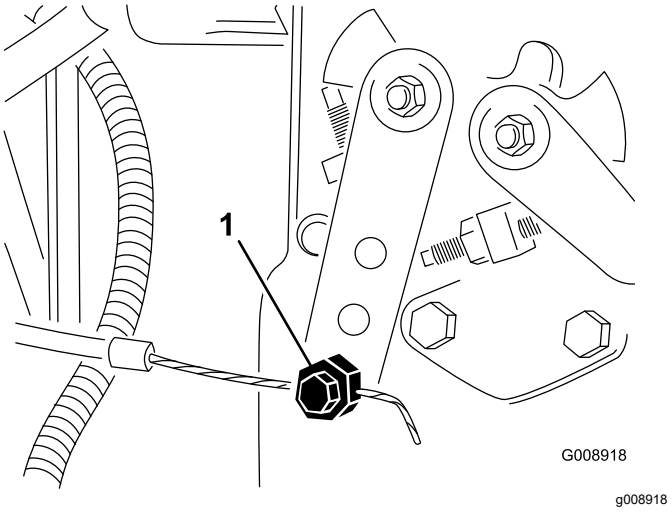

Rysunek 86
4. Poluzuj nakrętkę mocującą linkę przepustnicy do ramienia pompy wtryskowej (Rysunek 86).